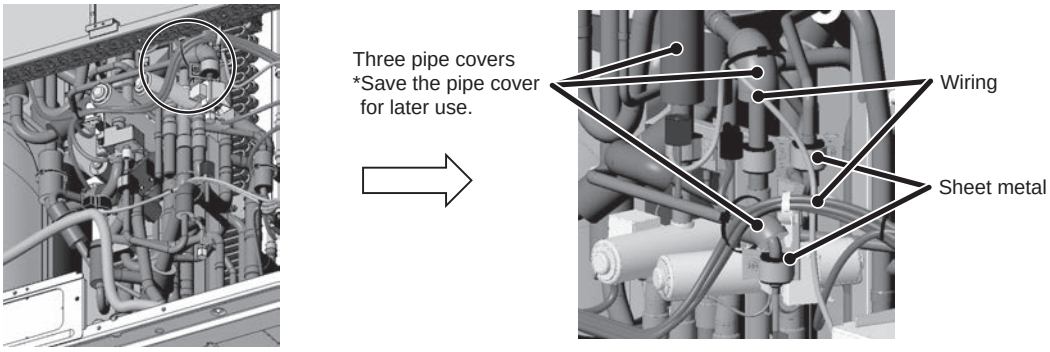

Figure 2
(1) Remove the three pipe covers, wirings, and sheet metals. (See Figure 2.)